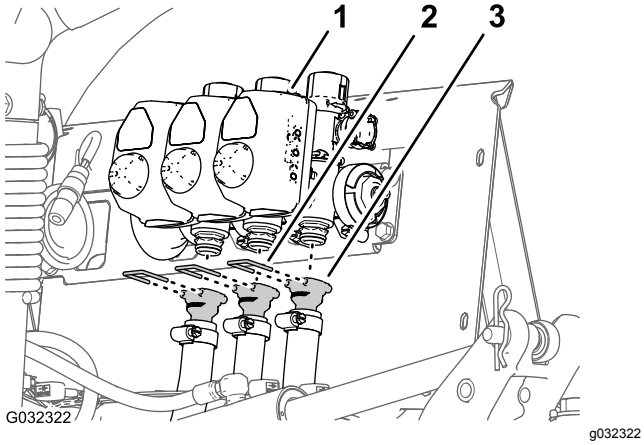

Figur 49
6. Ta bort hållarna som fäster de raka kopplingarna med hulling vid ventilerna på vänster och höger sprutrampssektion och på centersprutrampssektionen (Figur 49).
7. Ta bort slangarna för ventilerna på vänster och höger sprutrampssektion och på centersprutrampssektionen från maskinen (Figur 49).